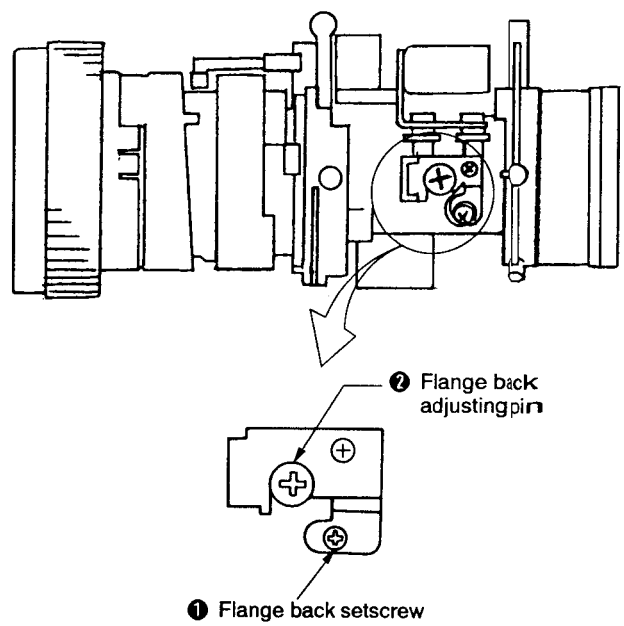

Fig. 7-12.
7) Loosen flange back setscrew ❶ with a Phillips screwdriver. (See Fig. 7-12.)
8) By turning the flange back adjusting Pin ❷ while watching the monitor screen, attain the optimum definition of a wedge at the Siemens star center on the screen. (Turn it a few turns to the left and right to ensure optimum definition.)